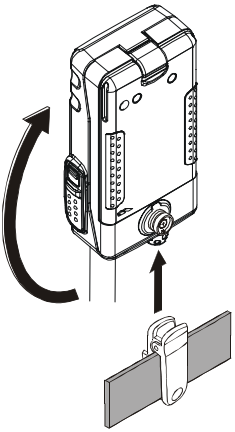

Figure 4
- ❒ To remove the **VX-127** from the Quick-Draw Belt Clip, rotate the **VX-127** 180 degrees, then slide the **VX-127** out from the Quick-Draw Belt Clip (Figure 4).